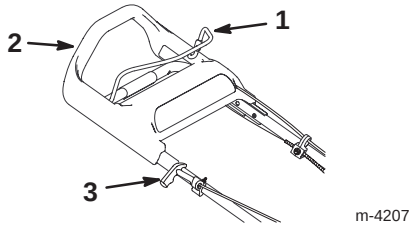

Figur 12
- **Manuell start** – Dra lätt i starthandtaget tills du känner motstånd och dra det sedan kraftigt (figur 12). Låt snöret sakta gå tillbaka till handtaget.